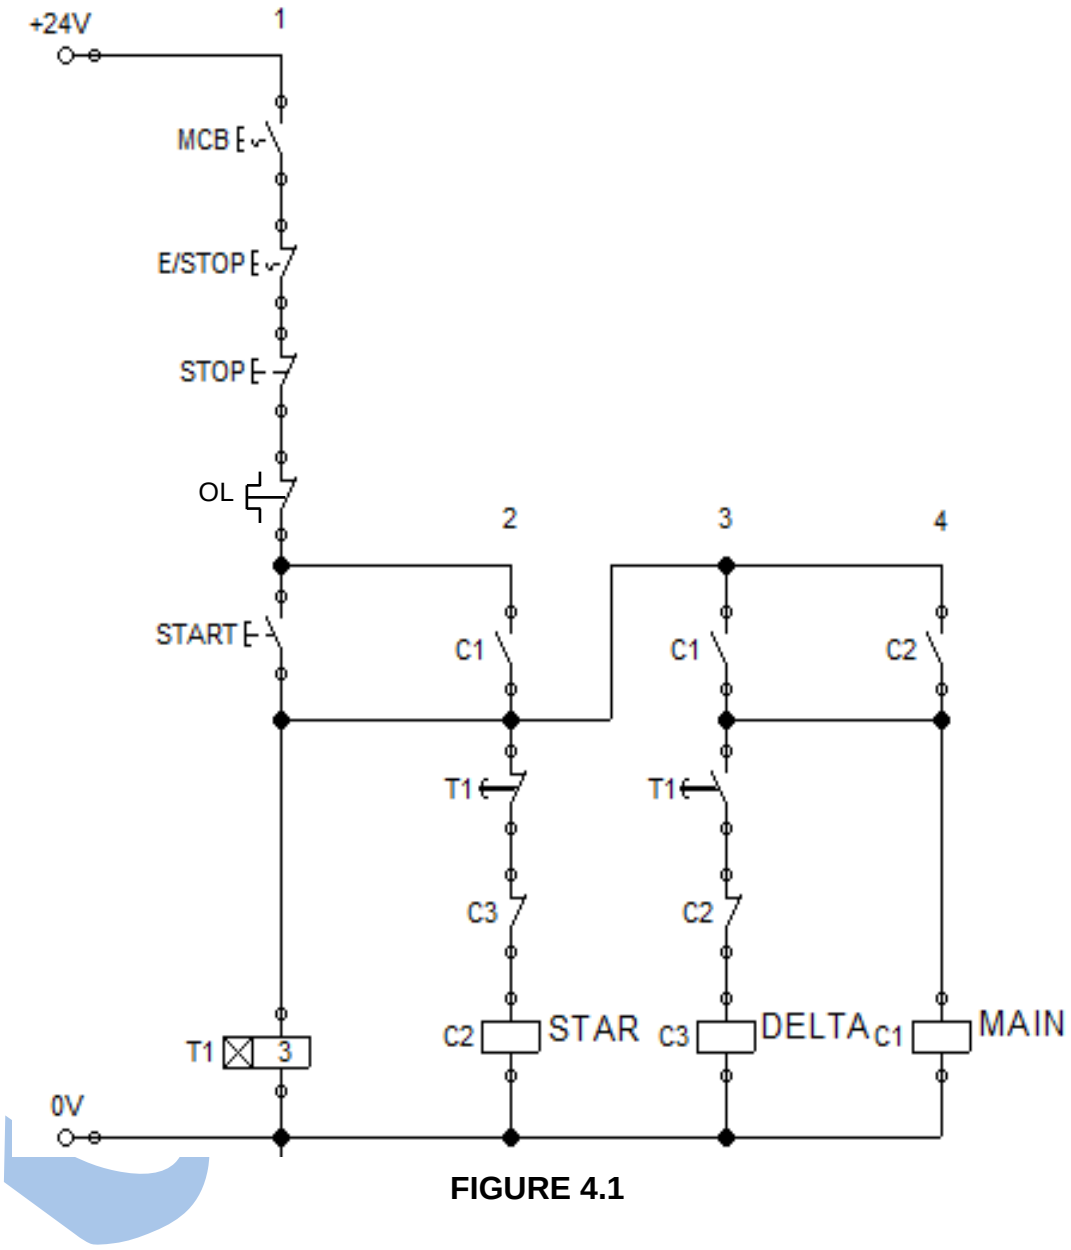

FIGURE 4.1
4.1 Refer to FIGURE 4.1 which represents the control circuit of a Star-Delta starter.